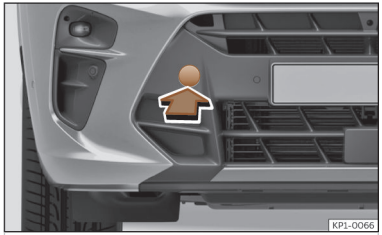

Abb. 211 Auf der rechten Seite des vorderen Stoßfängers: Abdeckung entfernen.
Die Aufnahmen für die einschraubbare Abschleppöse befindet sich im Stoßfänger vorn rechts hinter einer Abdeckung ››› **(Abb. 211)**.
- Drücken Sie die Abdeckung im unteren Bereich heraus und lassen Sie sie am Fahrzeug hängen ››› **(Abb. 211)**.